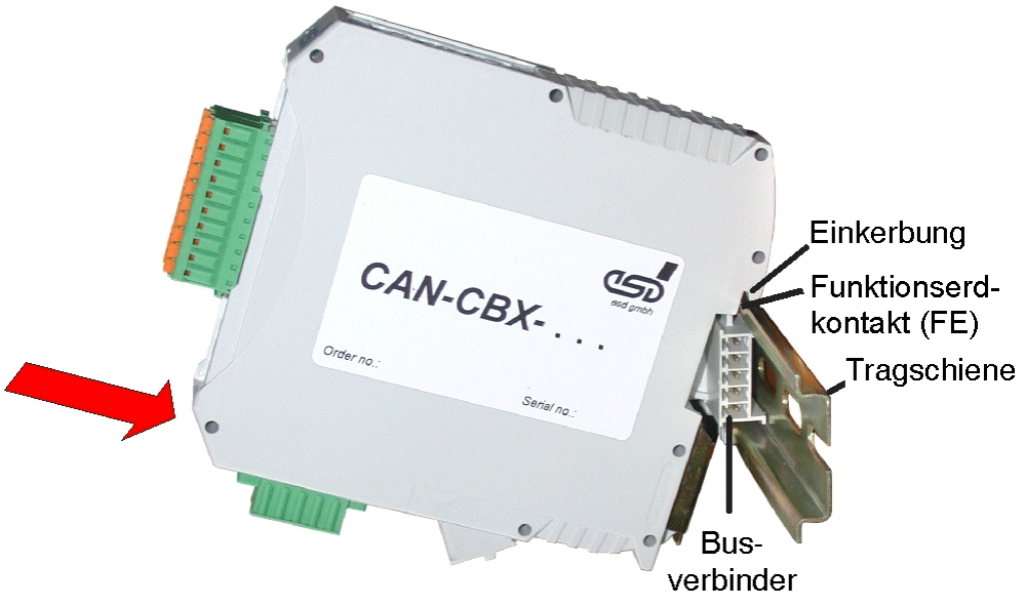

Abb. 6 : Einsetzen des CAN-CBX-Moduls
3. Schwenken Sie nun das CBX-Modul auf die Tragschiene auf, indem sie das Modul entsprechend der Pfeilrichtung in Abbildung 6 nach unten an die Tragschiene heran drücken. Dabei wird das Gehäuse durch die Führungsschiene des Busverbinders mechanisch geführt.